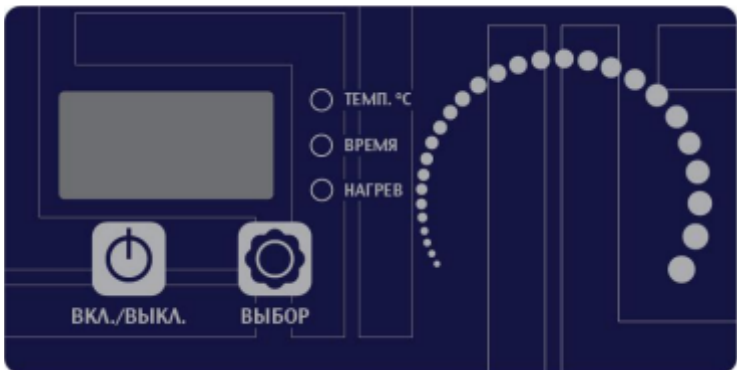

Рисунок 1 — Панель управления конфоркой мармита
2. Нажмите кнопку «ВКЛ./ВЫКЛ.» (Рисунок 1). Включится конфорка, включится индикатор «НАГРЕВ». По умолчанию активирован уровень мощности «4».